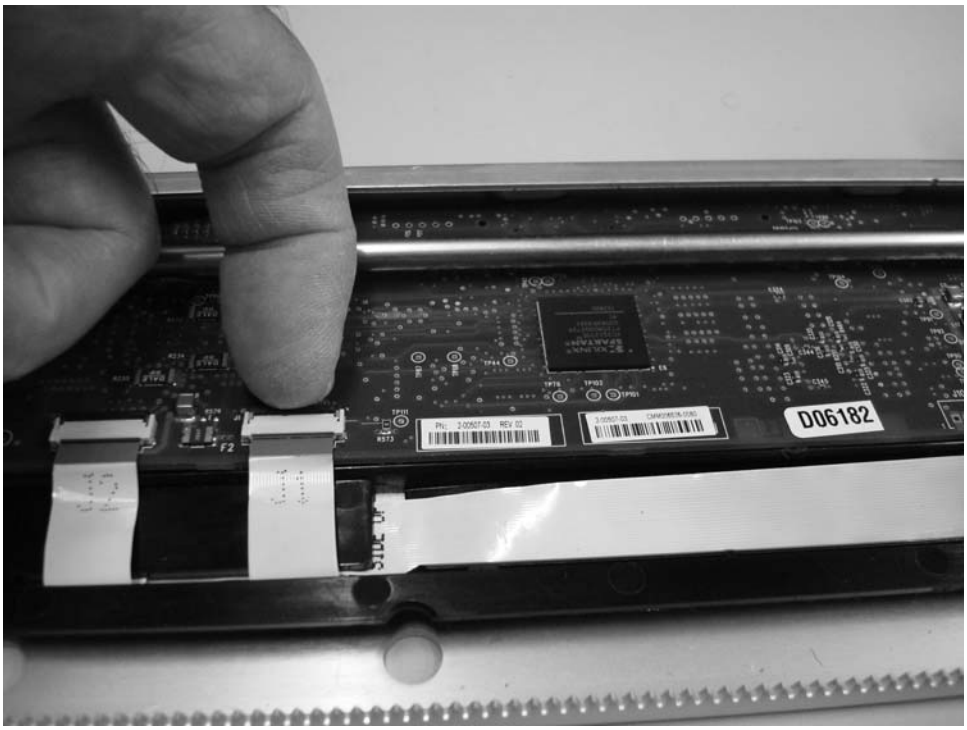

Figure 7-108. Lift the lever/clamp on the back of the connectors
b. Lift up the small lever/clamp on the back of the connector to release the flex cable. (See Figure 7-108).